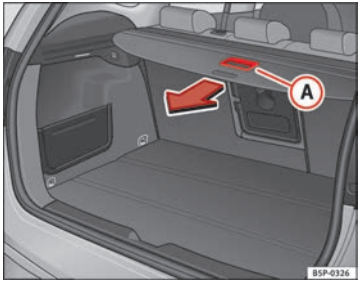

Fig. 125 Using the rear shelf
– Use the handle (A) to pull the shelf back until you hear a “click” ⇒ Fig. 125. ▶